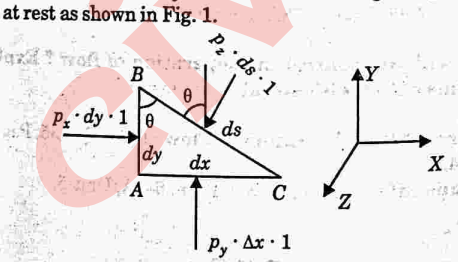

Fig. 1.
3. Consider an arbitrary fluid element of wedge shape in a fluid mass at rest as shown in Fig. 1.
10. But from Fig. 1, $ds \cos\theta = AB = dy$